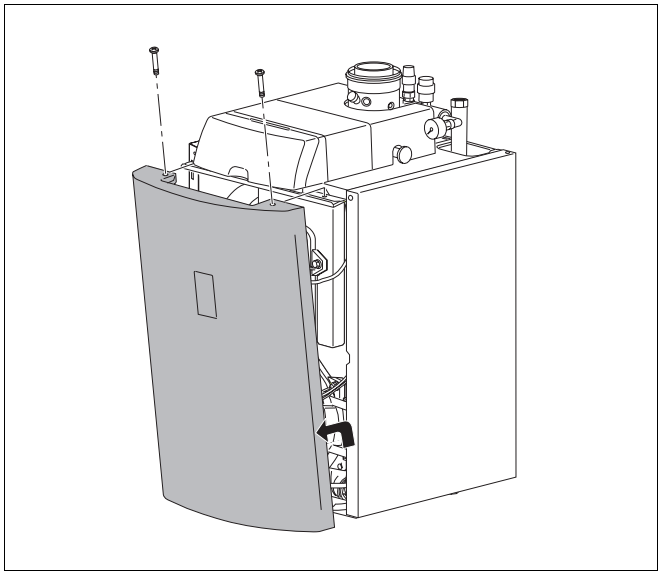

Rys. 15 Demontaż przedniej ścianki kotła
- Poluzować śruby zabezpieczające i zdjąć ściankę przednią (rys. 15).